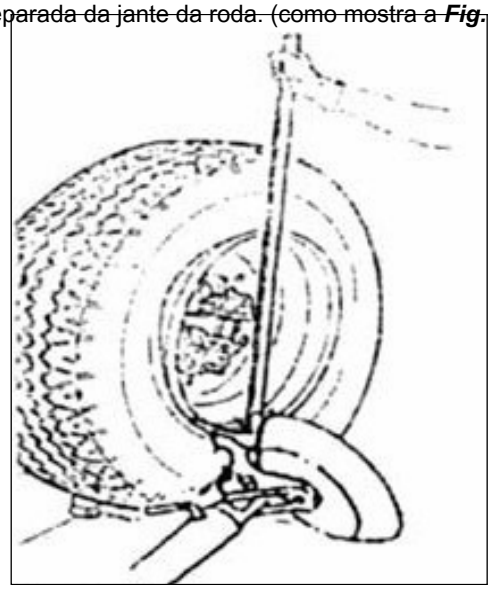

Fig. 11
1) Empurre o suporte da ferramenta (9) para a posição de não funcionamento para o deslocar para o exterior da roda. Fixe a ferramenta de ponta afiada apenas na ponta do pneu. Ou retire a pega de posição (14). Rodar a cabeça da ferramenta em 180° e, em seguida, baixar e enganchar o carro.
2) Controlar o interrutor de operação para ajustar a ferramenta de ponta afiada (13) para a colocar entre o pneu e a jante e inseri-la para enganchar o pneu.
6) Pressionar o pé de cabra e baixar a roda até que a distância entre a jante da roda e a ferramenta de ponta afiada seja de 5 mm (conforme ilustrado na ***Fig. 11***).